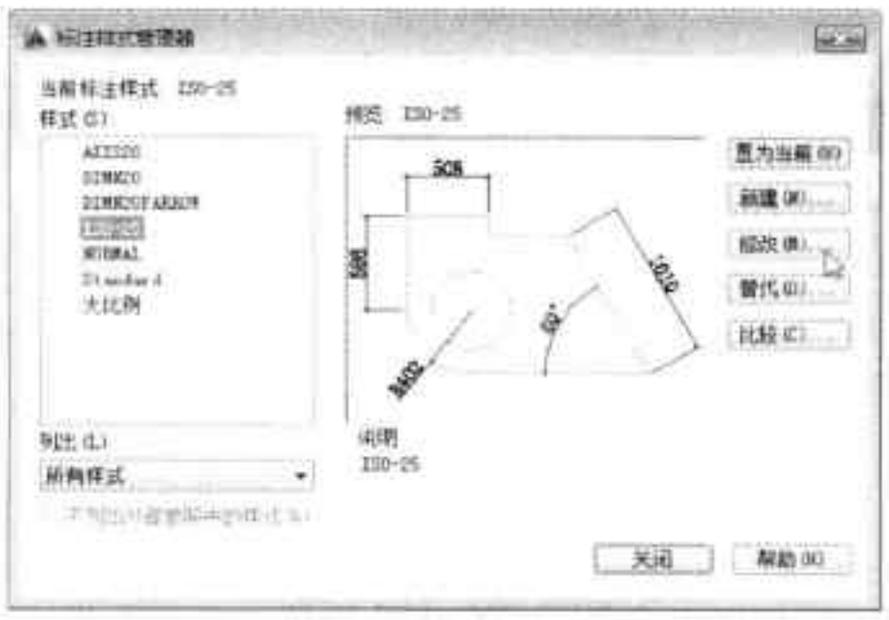

图20-76 “标注样式管理器”对话框
Step 12 执行“注释 > 标注”命令，打开“标注样式管理器”对话框，单击“修改”按钮，对尺寸标注进行设置，如图 20-76 所示。